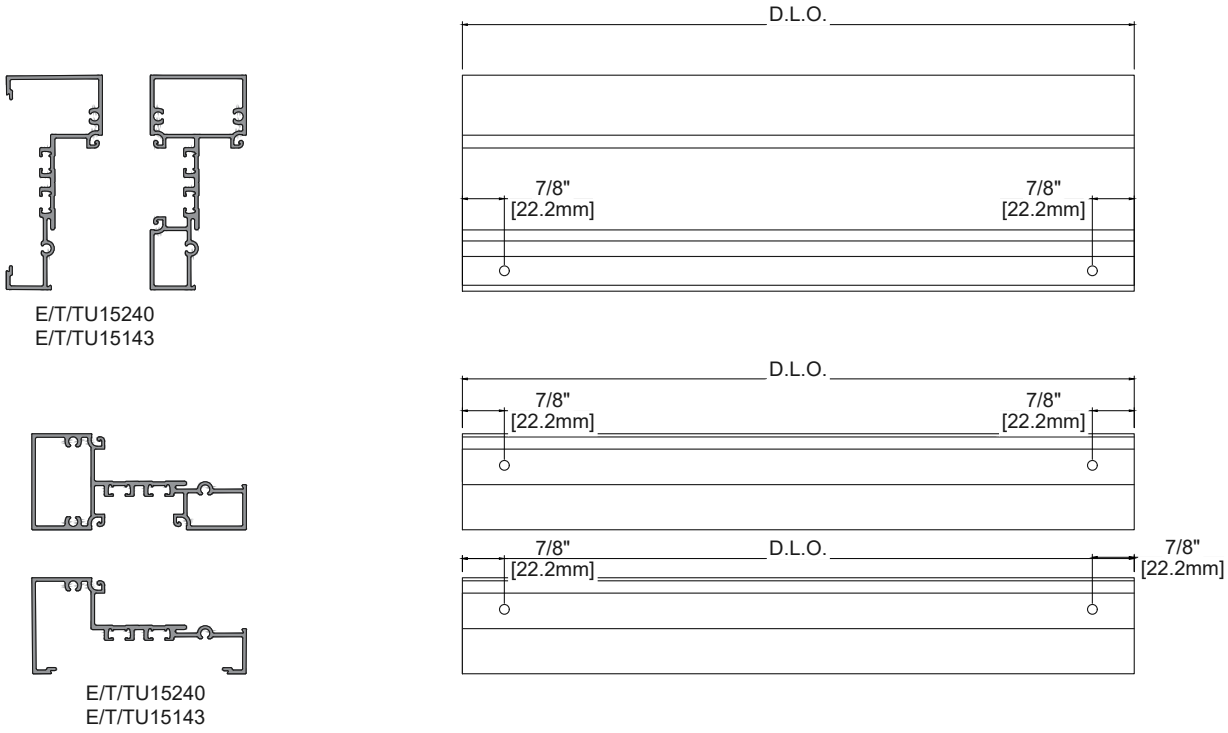

FIG. 2.
A. For shear block assembly, drill .201"(5.105mm) dia. holes in the head, horizontal, and sill members as shown in **Fig. 1** & **Fig. 2 (Head members only to receive countersink hole for flat head screws)**.